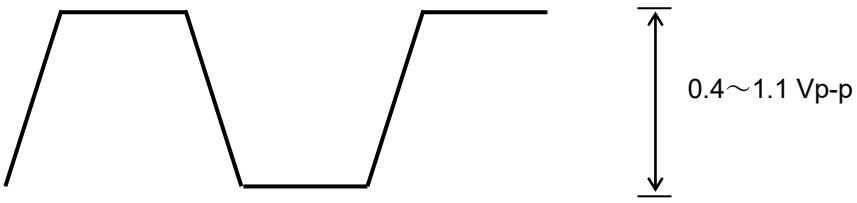

図6.3.6-2　サンプリングオシロスコープで測定された波形例
4.　サンプリングオシロスコープのアベレージング機能を使い測定し、測定された波形のレベルが図6.3.6-2に示す範囲に収まっていることを確認してください。